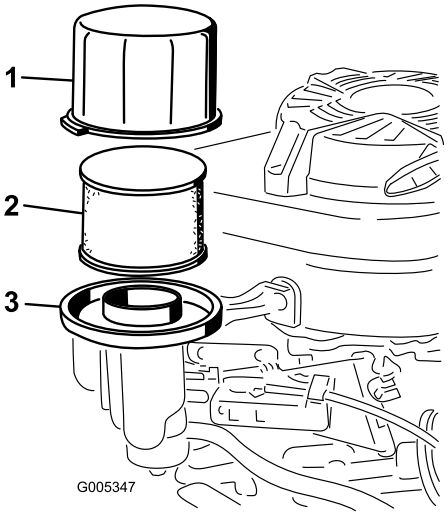

Figur 26
3. Ta bort skyddet och rengör det noga (Figur 26).
4. Ta bort och kontrollera pappersluftfiltret (Figur 26). Släng det om det är väldigt smutsigt.
5. Ta bort skumförrenaren, rengör den med vatten och ett milt rengöringsmedel och torka den sedan torr genom att ”dutta” (Figur 26).